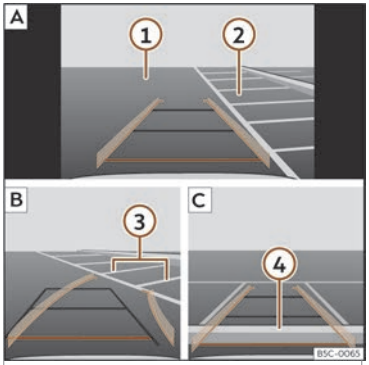

Fig. 190 Visualització a la pantalla del sistema d'Infotainment.:aparcar amb l'assistent de marxa enrere.
Llegenda de la **fig. 190**:
- Situeu el vehicle davant de l'espai d'aparcament››› **fig. 190** ② A.
- Retrocediu girant el volant de manera que les línies grogues s'introdueixin a l'espai d'aparcament. Les línies verdes i grogues han de coincidir amb les línies de delimitació laterals ③ B.
- Atureu el vehicle quan la línia vermella hagi arribat a la delimitació del darrere ④ C.